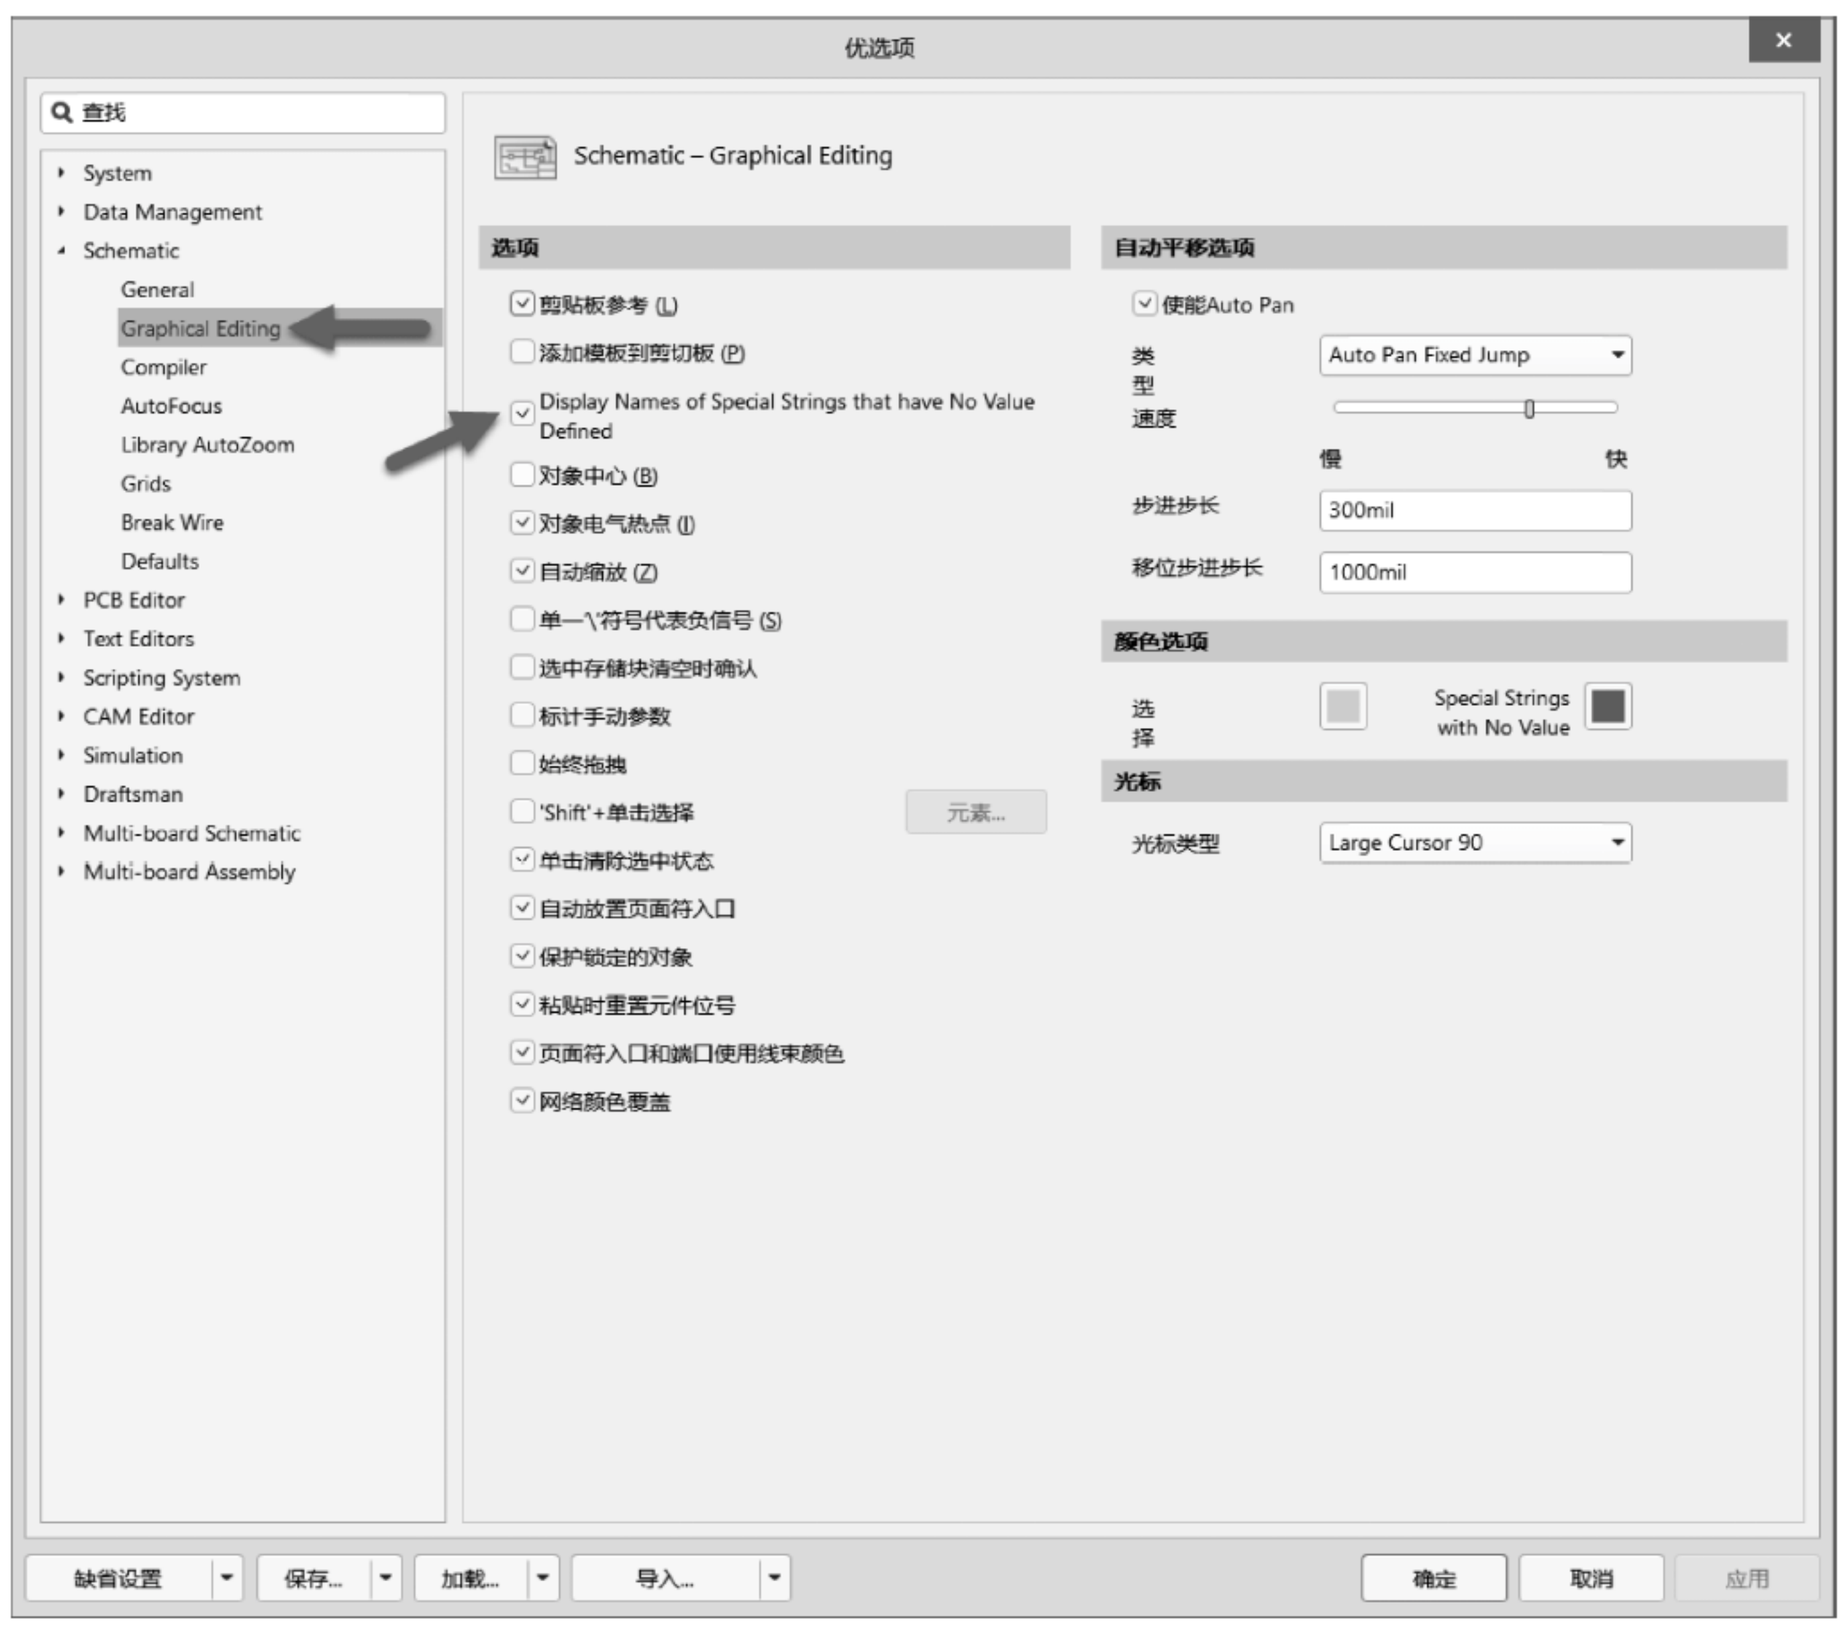

图 1-76　勾选转换特殊字符项
(2) 在 Graphical Editing 页面中勾选 Display Names of Special Strings that have No Value Defined 复选框，否则特殊字符将不能够正常转换，如图 1-76 所示。